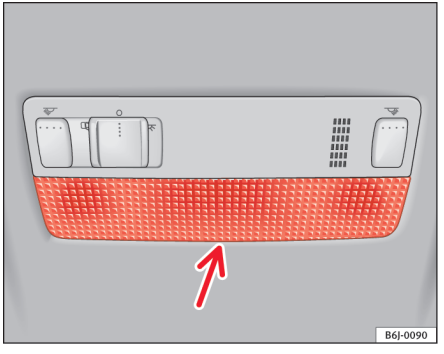

Fig. 156 Læselampe foran
- Før den flade klinge af en skruetrækker ind mellem huset og glasset ⇒ fig. 156.